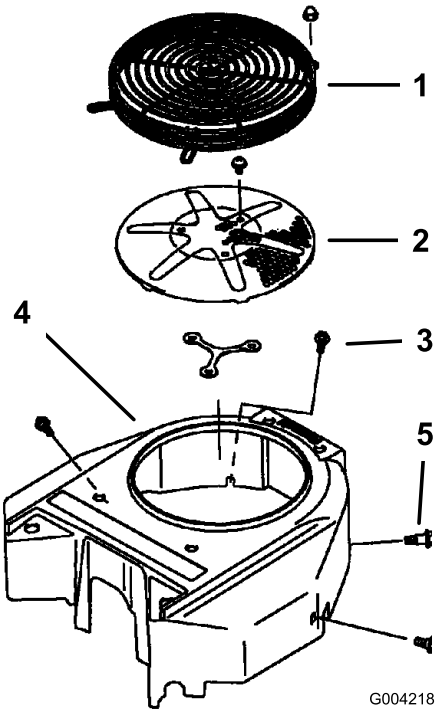

Figuur 83
3. Verwijder het luchtinlaatrooster, de terugloopstarter en de ventilatorbehuizing (Figuur 83).
5. Verwijder de luchtinlaatroosters, de terugloopstarter en de ventilatorbehuizing (Figuur 83).